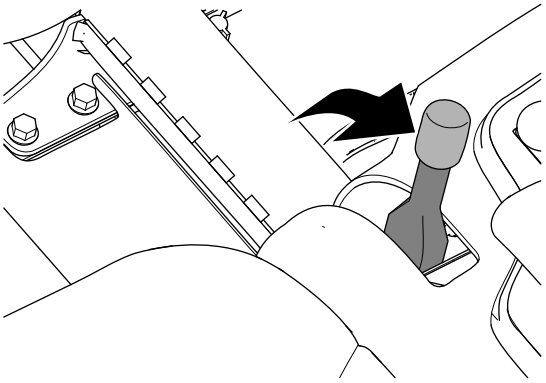

Figur 32
2. Aktiver parkeringsbremsen (Figur 32).